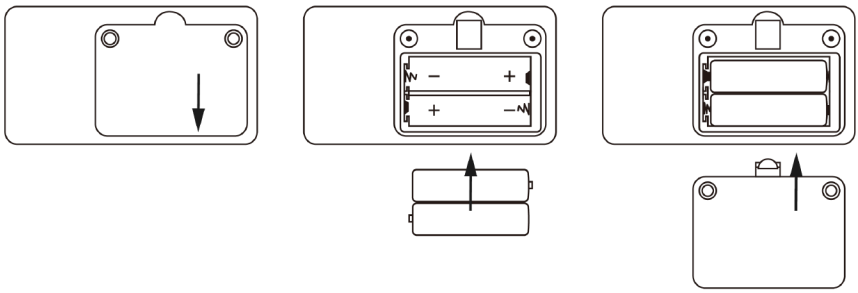

Afbeelding 3. Installatie batterijen
A. Verwijs naar afbeelding 3. Gebruik een schroevendraaier om de twee schroeven van het batterijvakje op de achterkant van het product los te draaien en open het klepje van het batterijvakje.